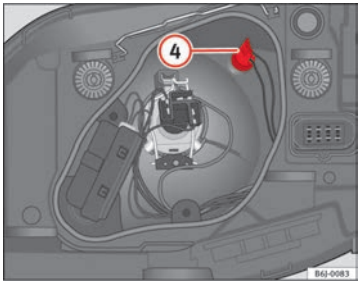

Fig. 149 Side lights
– Remove the bulb holder ④ ⇒ fig. 149 outwards.